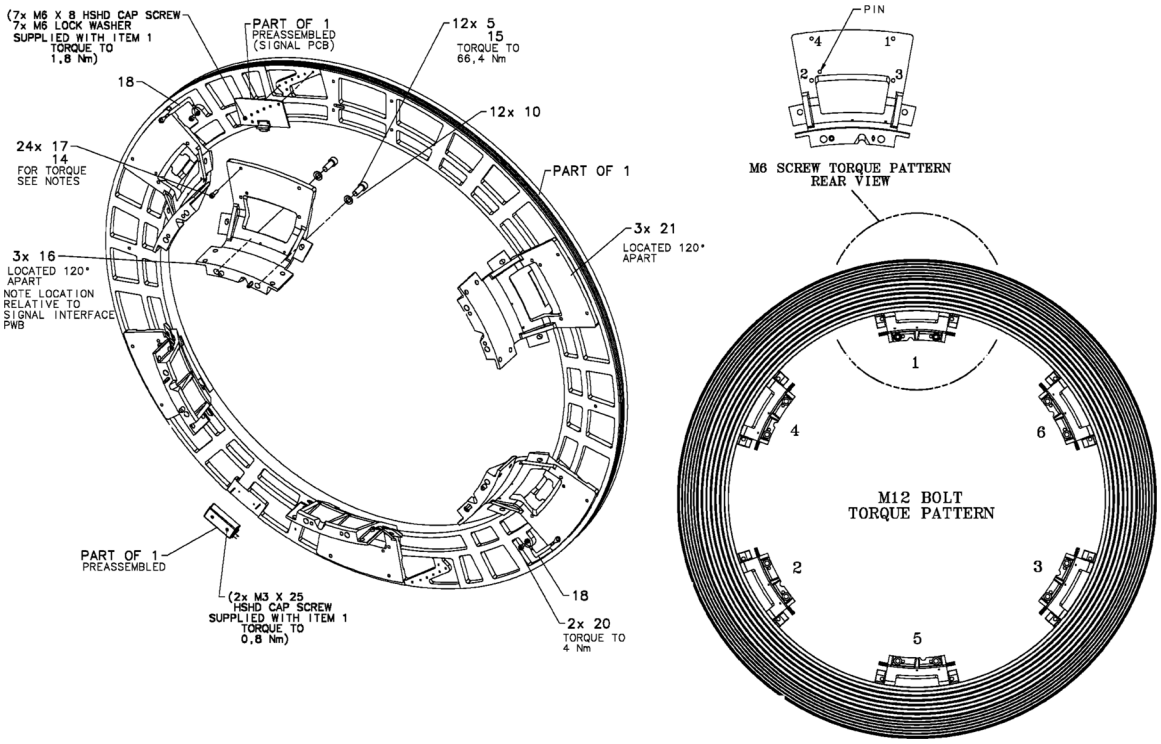

Figure 8-90 Slipring Platter Torque Pattern
24.) Start with bracket location # 1 and torque the four (4) 6mm bolts in order 1, 2, 3, 4. Reference Figure 8-90. Torque to 6 N-m (53 in-lbs or 4.45 ft-lbs).